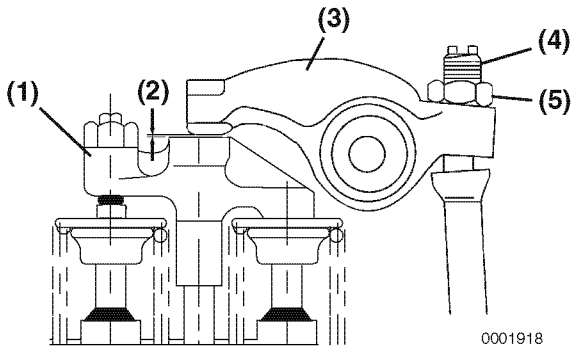

Figure 6-86
10. Loosen the valve adjusting screw lock nut **(Figure 6-86, (5))** and valve adjusting screw **(Figure 6-86, (4))** on the rocker arm **(Figure 6-86, (3))** and check the clearance gap **(Figure 6-86, (2))** for evidence of dirt or wear.
11. Adjust the valve clearance **(Figure 6-86, (2))** by turning the adjusting screw **(Figure 6-86, (4))** until there is a slight "drag" on the feeler gauge when sliding it between the rocker arm and the valve bridge.
12. Hold the adjusting screw **(Figure 6-86, (4))** while tightening the valve adjusting screw lock nut **(Figure 6-86, (5))**. Recheck the clearance.